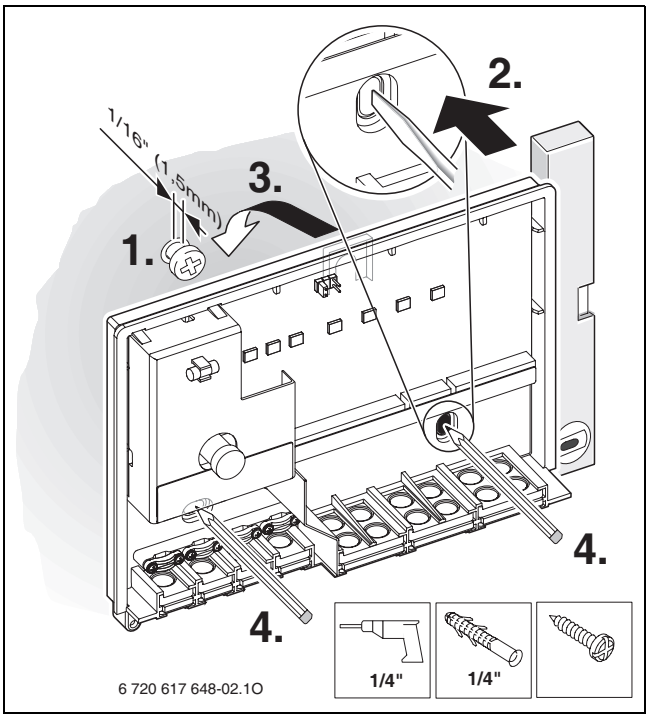

Fig. 8 Upper attachment screw
- For the upper attachment screw, drill a Ø 1/4" (6 mm) hole, insert an appropriate wall anchor, and insert the screw until only 1/16" (1.5 mm) protrudes (→ fig. 8).